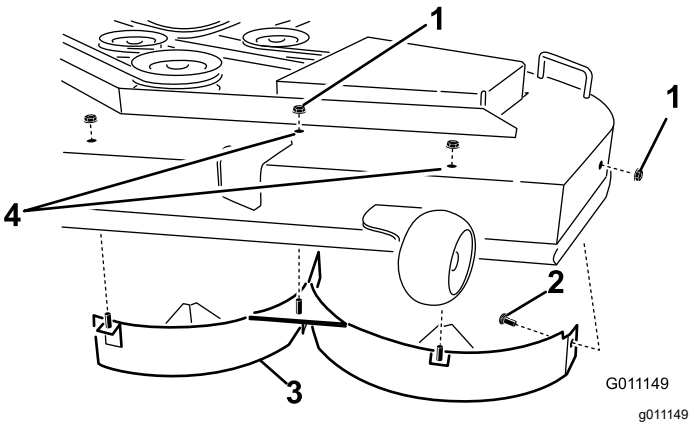

Figur 17
4. Ta bort de tre låsmuttrarna (5/16 tum) som sitter på den vänstra skärmens svetsade tappar ovanpå klippdäcket i mitten, till vänster om mitten och till vänster (Figur 17).
5. Ta bort den vagnsskruv och låsmutter på klippdäckets sida som fäster den vänstra skärmen vid däcket (Figur 17).
6. Ta bort den vänstra skärmen från klippdäcket (Figur 17).
7. Leta reda på de två skruvarna bland de lösa delarna och använd de befintliga låsmuttrarna och montera dessa fästelement ovanpå klippdäcket i hålen som visas i Figur 17, för att förhindra att skräp slungas omkring.